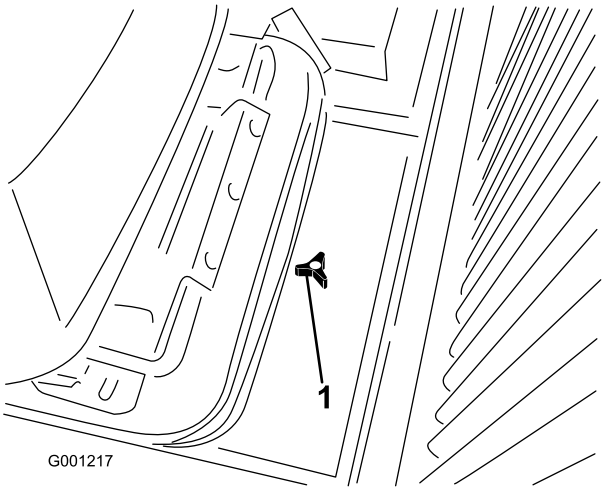

**Figur 32**
1. Lossa ratten och ta bort åtkomstpanelen baktill på sätets fästplatta (Figur 32).